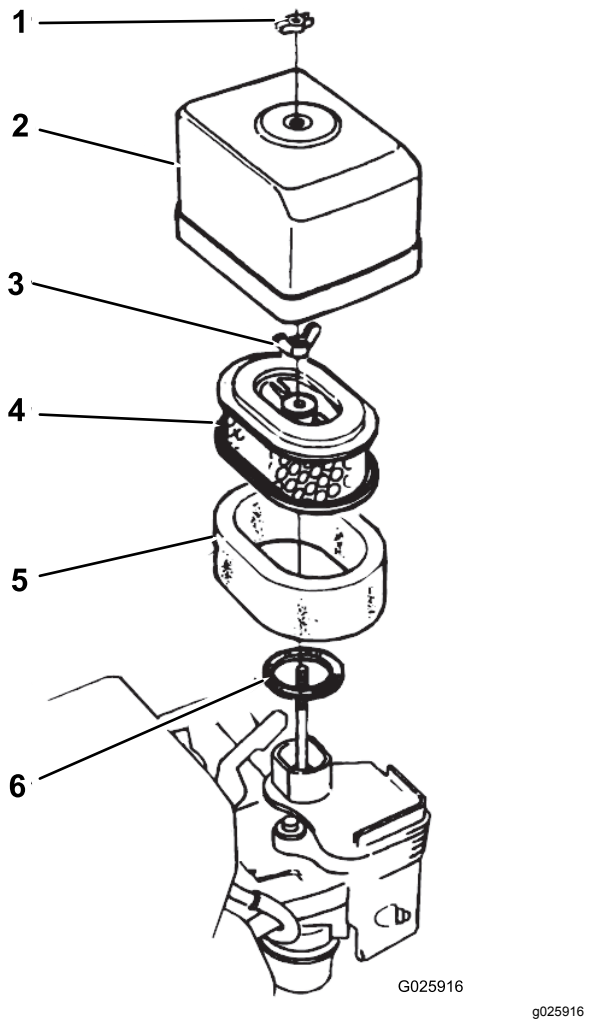

図 30
2. エアクリーナカバーをエアクリーナ本体に固定している蝶ナットを取り、カバーを外す図 30。
5. エアクリーナにエアクリーナのカバーを取り付ける蝶ナットを使用図 30。
1. エアクリーナカバーをエアクリーナ本体に固定している蝶ナットを取り、カバーを外す図 30。
2. エアフィルタの蝶ナットを取り、フィルタを外す図 30。
3. ペーパフィルタからスポンジエレメントを外す図 30。
1. ペーパエレメントにスポンジエレメントを取り付ける図 30。
2. ガスケットが磨耗や破損していないか点検する図 30。
3. ガスケットをキャブレターの吸気口に正しく取り付ける図 30。
4. エアフィルタのエレメントをキャブレターに蝶ナットで取り付ける図 30。
5. もう一個の蝶ナットで、エアクリーナカバーをキャブレターに取り付ける図 30。